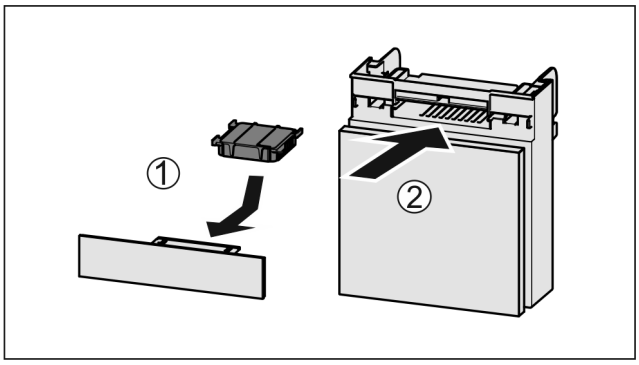

Fig. 213
▶ Filtr s aktivním uhlím vložte podle vyobrazení *Fig. 213 (1)*.
▶ Zásuvku zasuňte *Fig. 213 (2)*.